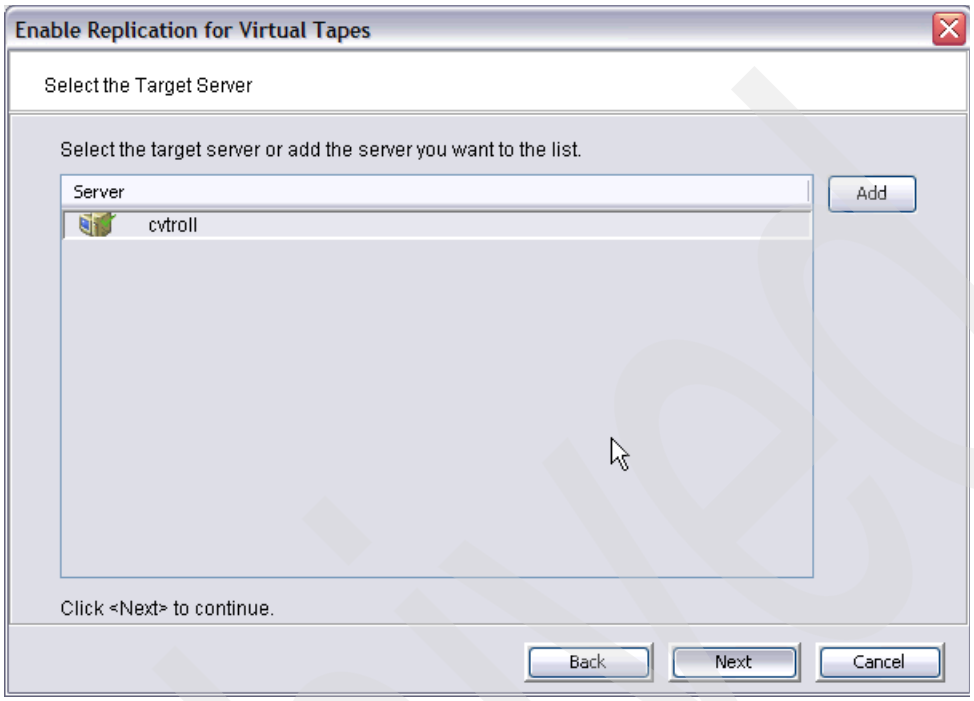

Figure 4-56 Selecting the target TS7510
3. In the Select the Target Server panel (Figure 4-56), select the target TS7510. If the target TS7510 is not yet defined, click **Add** and define the target TS7510. When you return to this panel, click **Next**.